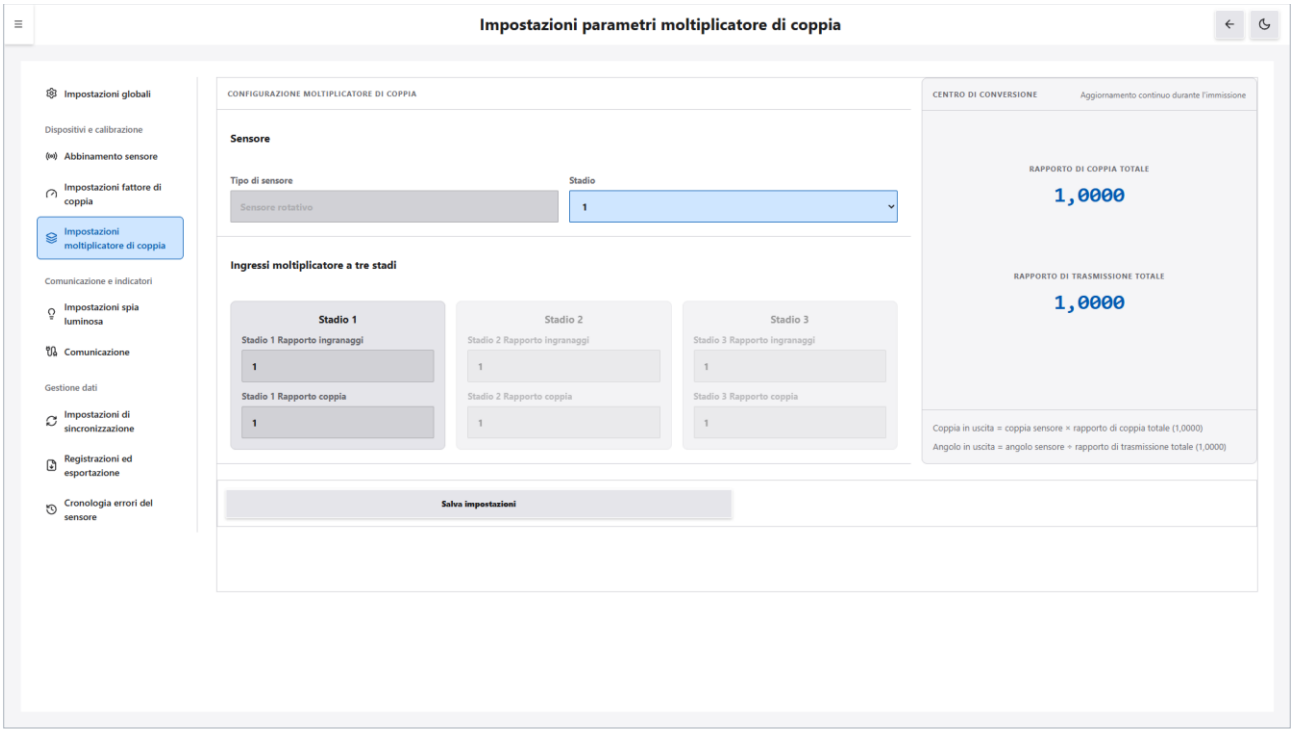

Figura 12-9 Schermata Impostazioni parametri moltiplicatore di coppia
La Figura 12-9 mostra lo stato con «Stadio» 1 e tutti e sei i rapporti a 1; «Rapporto di coppia totale» e «Rapporto di trasmissione totale» sono entrambi 1,0000 e le schede dello stadio 2 e 3 sono attenuate.
1. Aprire «Impostazioni moltiplicatore di coppia». Compare la schermata della Figura 12-9 e i campi mostrano i valori attualmente salvati.